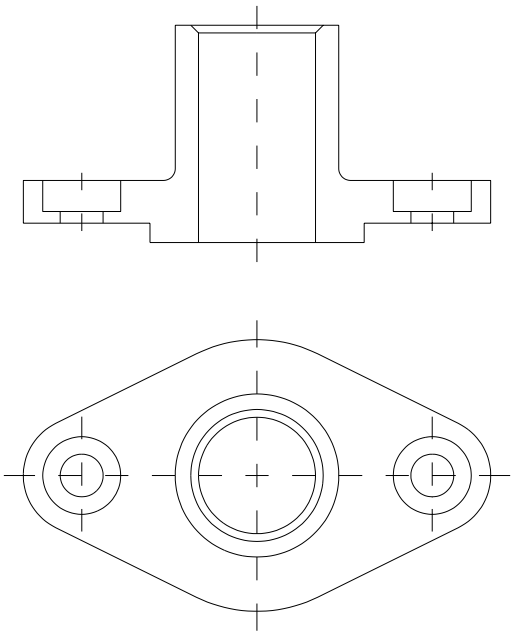

Fig. 7.12
- ***Trasarea axelor de simetrie pe vederea de sus***, nu înainte de a seta layer-ul corespunzător ”**AXE**” (fig. 7.12).